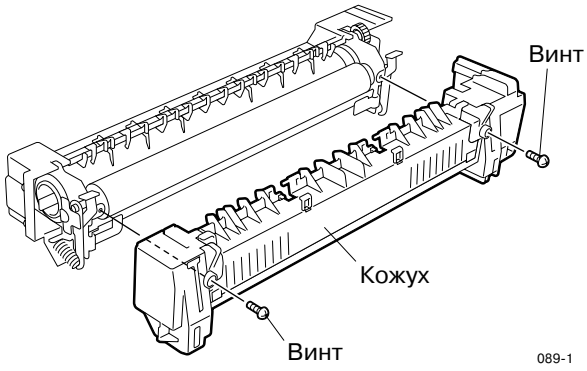

Рис. 14-7-7
5. Вывинтите 2 винта и снимите кожух. (См.Рис.14-7-7)
5. Снимите кожух. (См.Рис. 14-7-7)
4. Снимите кожух. (См.Рис. 14-7-7)